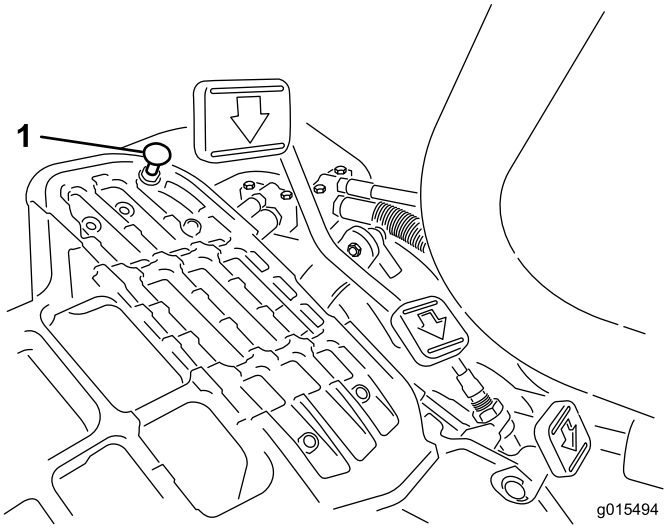

**Figur 47**
For å oppnå maksimal transporthastighet må du sette styrespaken i TRANSPORT-stilling og trykke inn trekkpedalen. Utfør følgende justeringsprosedyre hvis pedalen kommer i kontakt med stopperen (Figur 47) før du kjenner spenning i kabelen:
1. Sett styrespaken i TRANSPORT-stillingen og løsne på låsemutteren som fester pedalstopperen til gulvplaten (Figur 47).